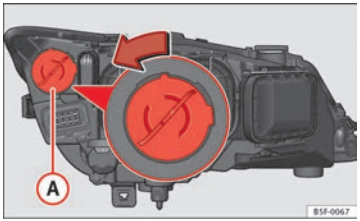

Fig. 182 Daylight bulb
– Turn bulb holder ⇒ Fig. 182 (A) to the left and pull.